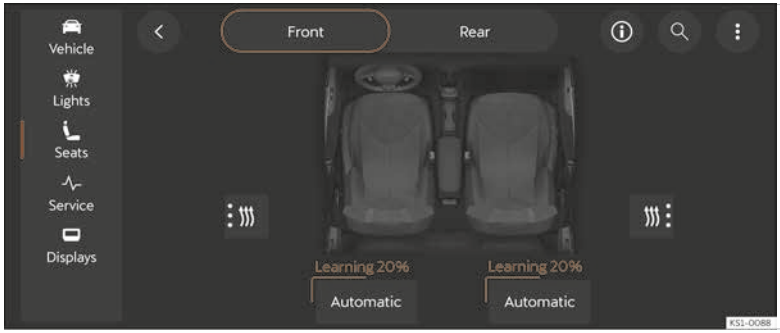

Fig. 102 Schematic representation: Seats menu
- To activate/deactivate the function go to the seat heating submenu, and press on the **Automatic heating** button below the image of the corresponding seat ››› Fig. 102.